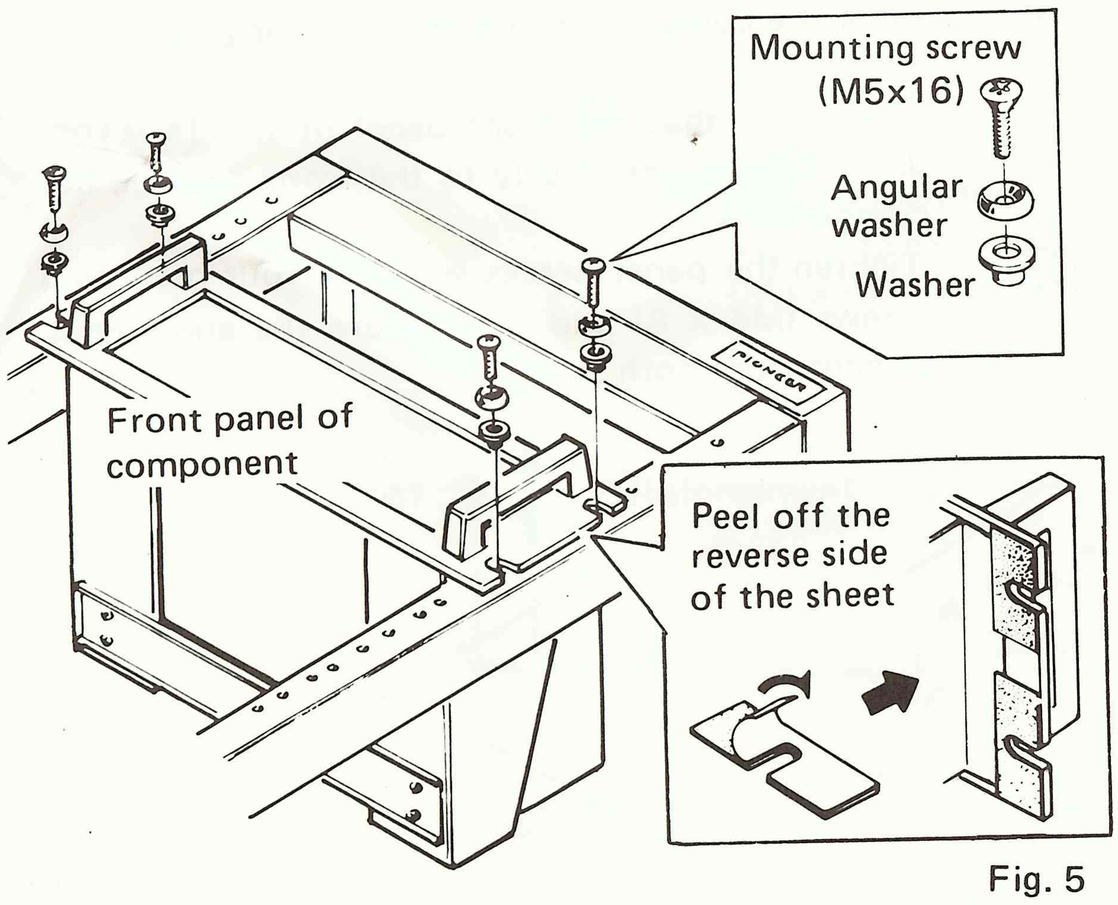

Fig. 5
1. As shown in Fig. 5, lay the rack (must meet EIA standards like the JA-R1A or the JA-R2S) down with the mounting face pointing upward.
As shown in the Fig. 5, attach these sheets to the four mounting holes on the front panel.